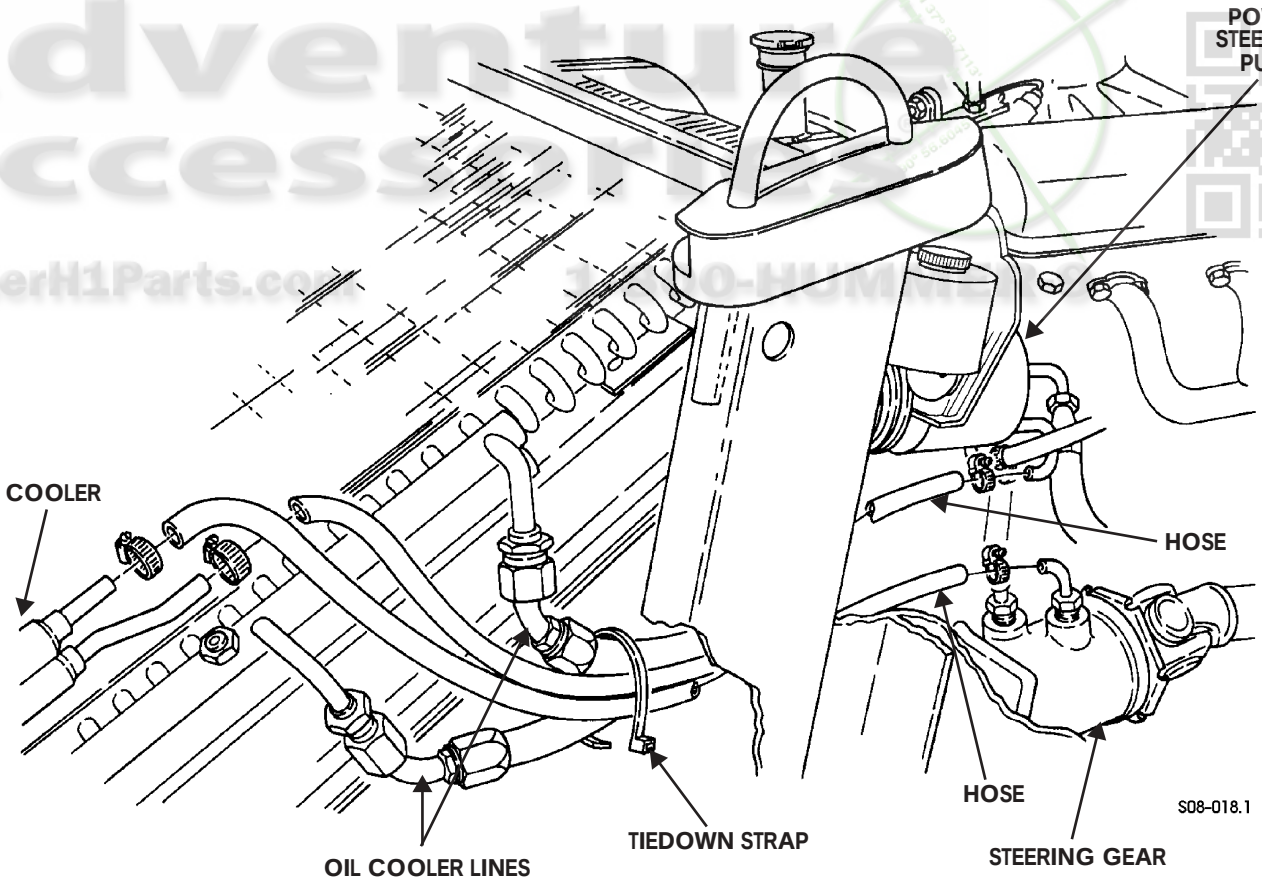

Figure 8-27: Power Steering Cooler Hose
1. Disconnect two hoses from cooler (Figure 8-27).
1. Connect hose to power steering pump and secure with clamp (Figure 8-27).